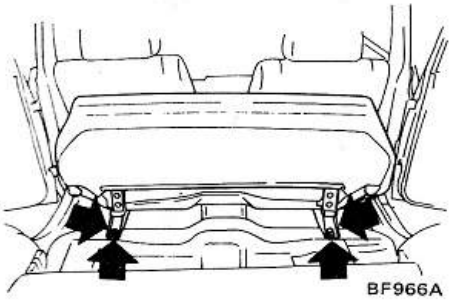

Fig. BF-66 Dépose du coussin de siège arrière (Commerciale et Fourgonnette)
2. Soulever l'extrémité du coussin de siège arrière et retirer les vis de fixation. Déposer le coussin de siège arrière. Voir Figure BF-66.